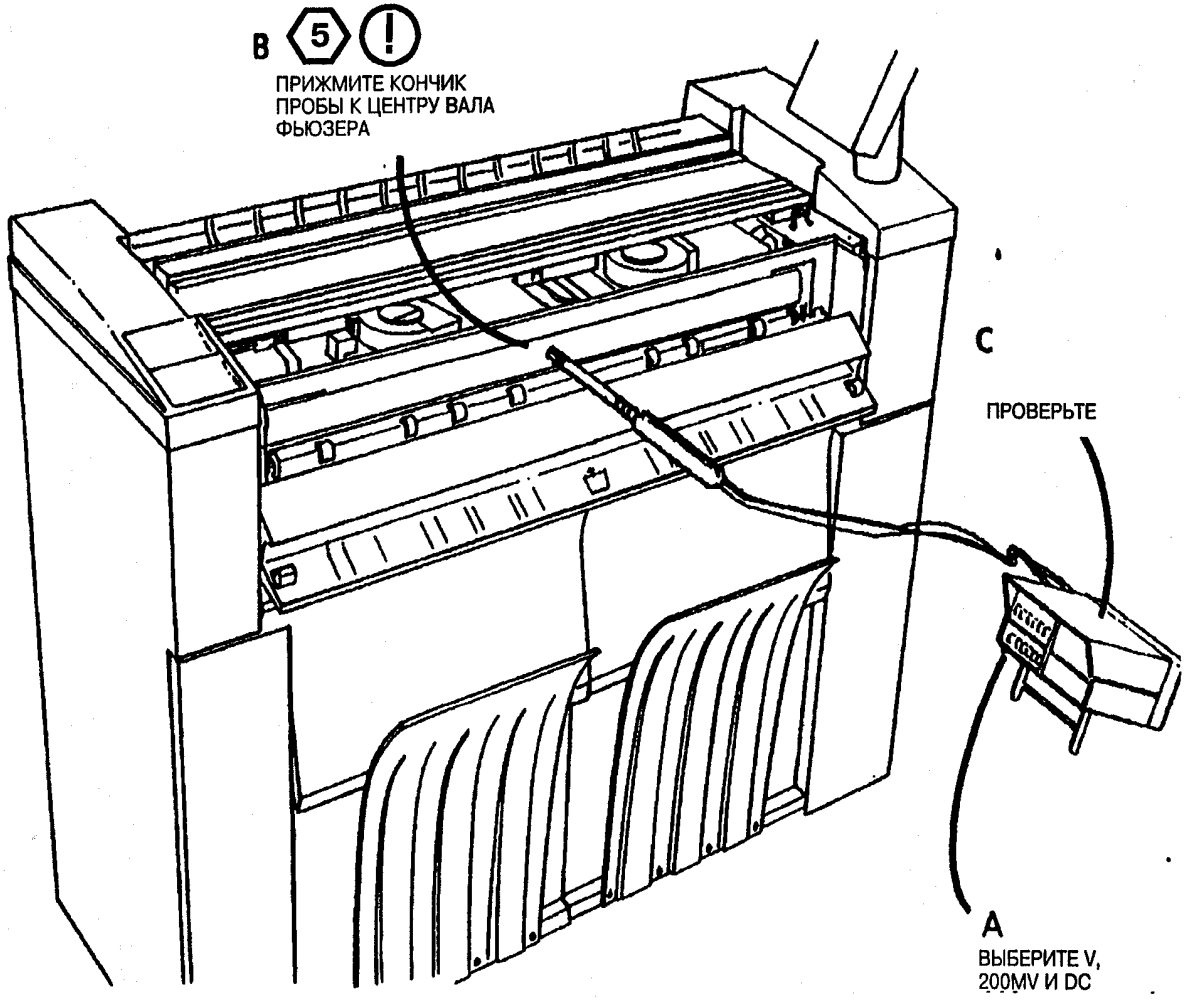

Рис. 5. Проверьте температуру термического закрепления тонера
5. (Рис. 5): Проверьте температуру термического закрепления тонера с помощью температурной пробы.